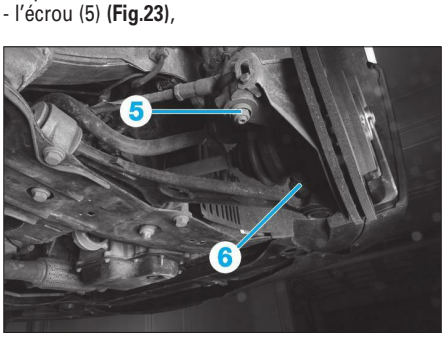

**Fig. 23**
- le protecteur (2),
- la vis (3),
- le capteur de vitesses de roue (4),
- l'écrou (5) **(Fig.23)**,